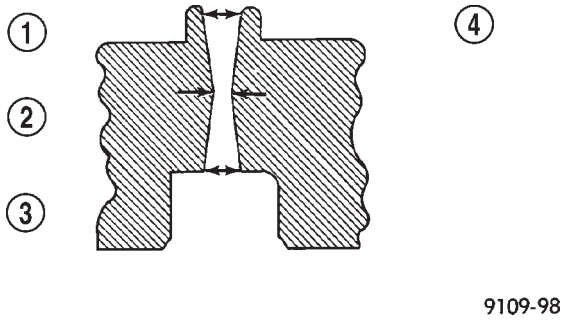

Abb. 118 Verschleiß der Ventilführung messen—Typisch
(1) Ölkohleablagerungen und Harzrückstände mit einem geeigneten Werkzeug von den Innenseiten der Ventilführungen entfernen.
(2) Mit einer kleinen Lochlehre und einer Mikrometerschraube Ventilführungen an 3 Stellen (oben, in der Mitte und unten) ausmessen (Abb. 118). Bei Überschreitung der Sollwerte Ventilführungen austauschen. Näheres hierzu siehe “Sollwerte/Motor” in diesem Abschnitt.